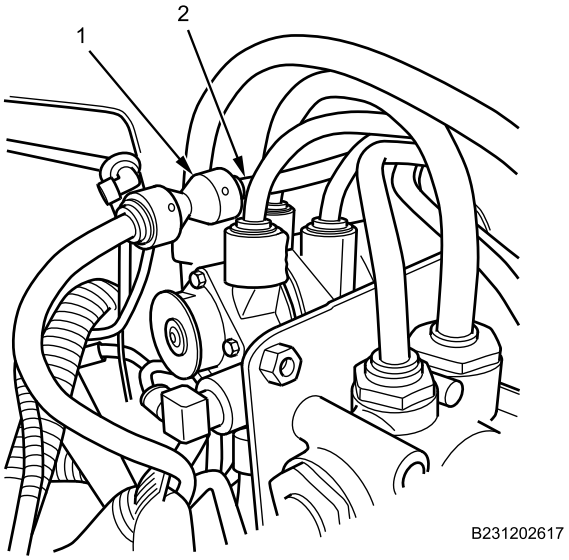

Figure 13. Exhaust Air Line.
13. Connect air line union (Figure 13, Item 1) on BLACK exhaust air line (Figure 13, Item 2).